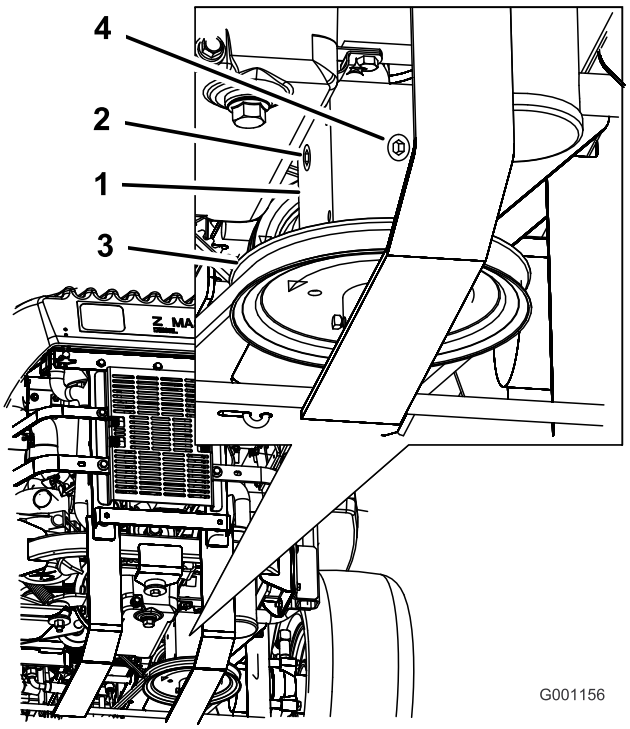

Rysunek 63
4. Odkręć boczny lub tylny korek skrzyni biegów. (Rysunek 63).